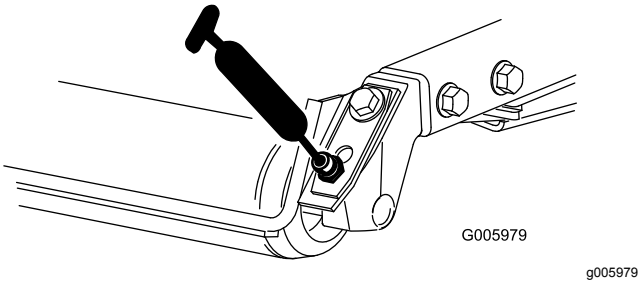

Figur 63
- Bakre valselagre (to per klippeenhet) som vist i Figur 63